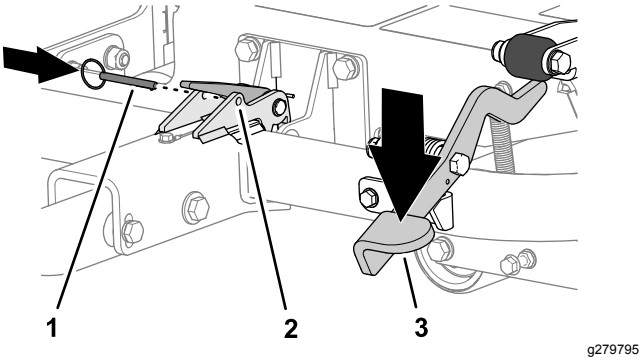

Rysunek 19
3. Nadepnąć na pedał tak, aby hak zablokował się w odpowiednim miejscu (Rysunek 19).
4. Włóż kołek zabezpieczający przez otwory w zaczepie (Rysunek 19).